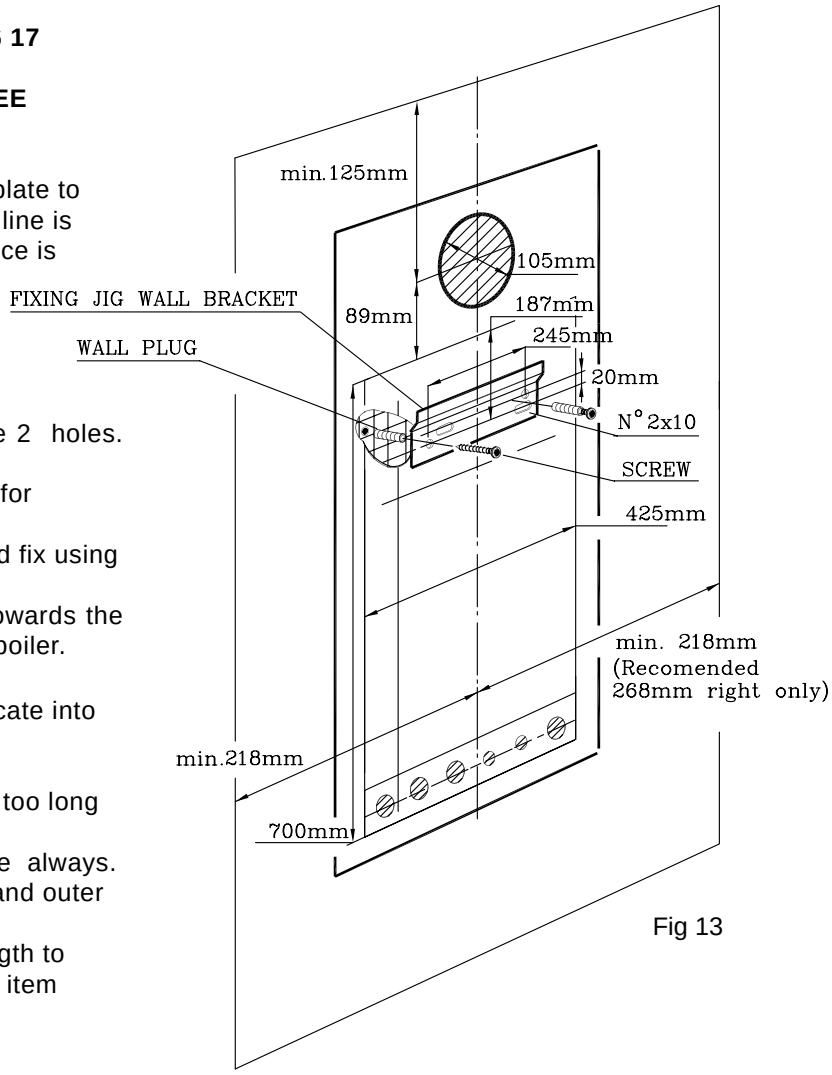

Fig 13
5.5 INSTALLING THE APPLIANCE FOR REAR FLUE OUTLET (Fig. 13 15 16 17 18 19).
5.5.1 Use adhesive tape to attach the template to the wall, making sure that the centre line is vertical and that the distance clearance is no less than that shown in Fig. 13.
Fit the elbow header positioning it towards the required direction (Fig 13), onto the boiler.
5.5.5 Lift the boiler on to the wall (Fig.13), locating onto the fixing jig wall bracket.